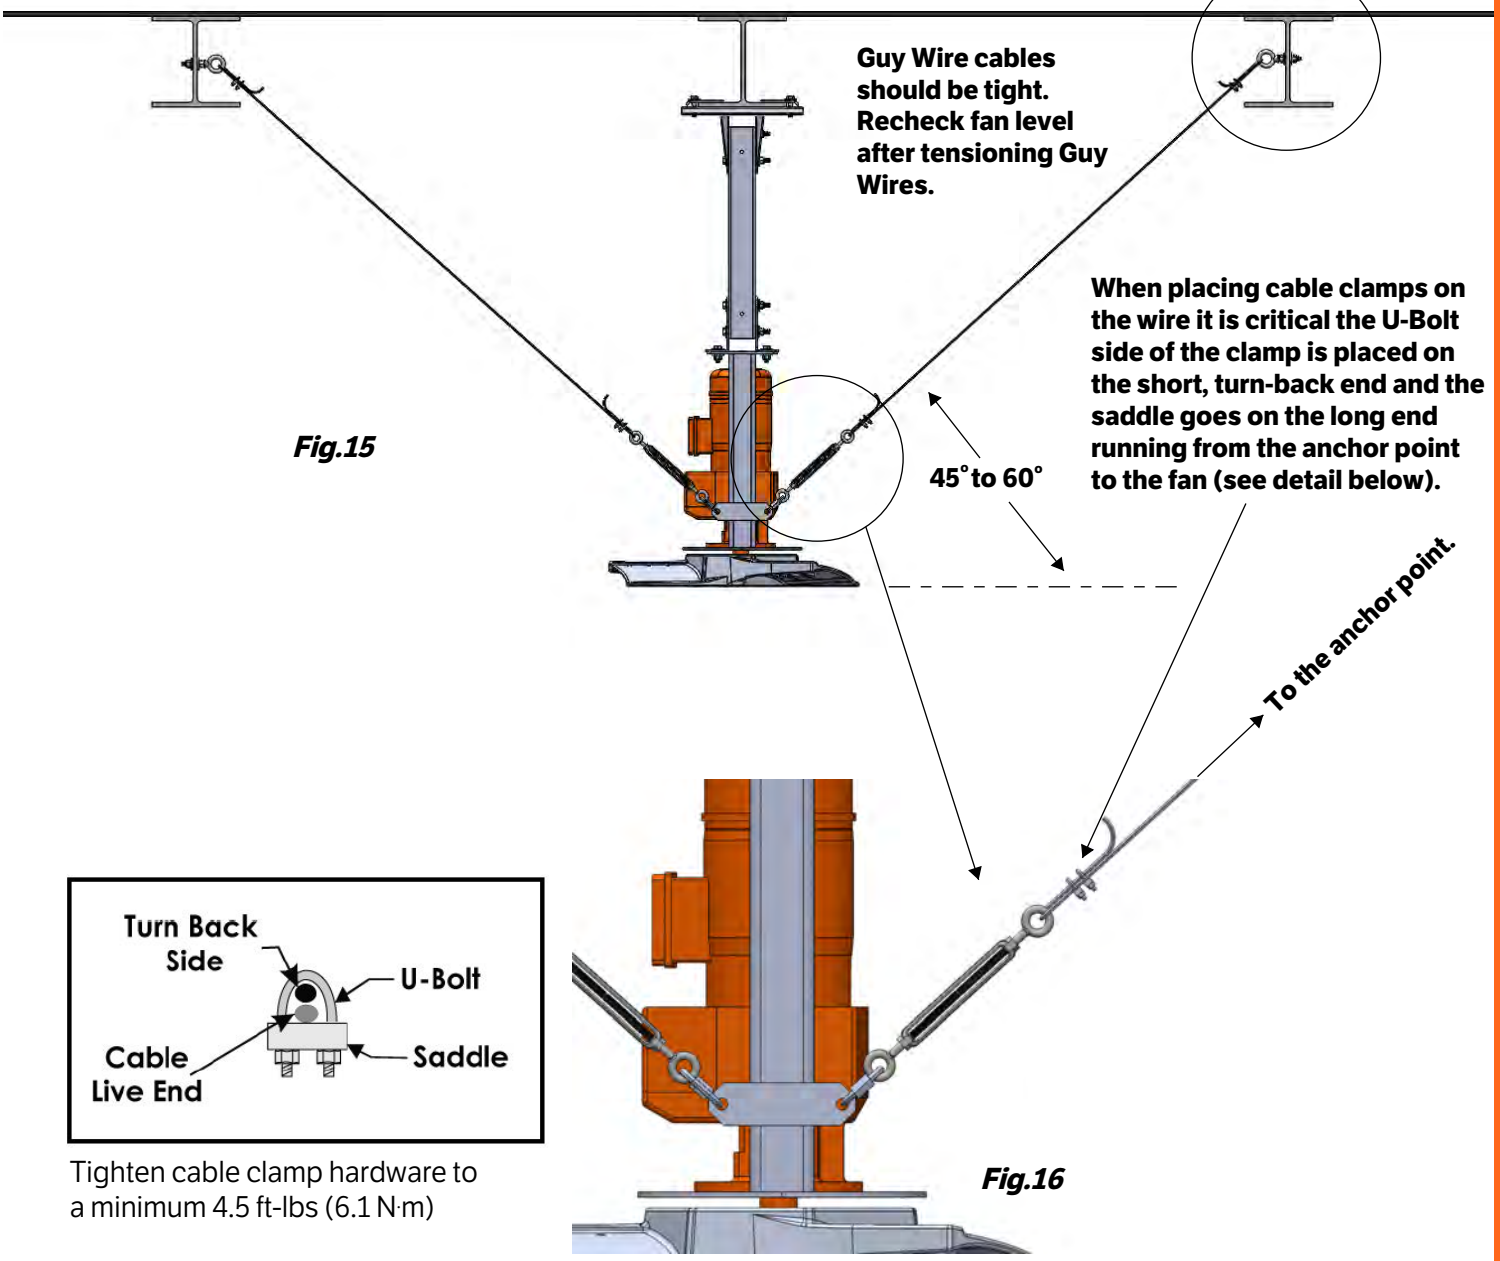

Fig.15
4. Secure it with 1 thimble and 2 cable clamps (Fig.16). Repeat using the other 3 pieces of guy wire cable, thimbles and cable clamps (Fig.15)